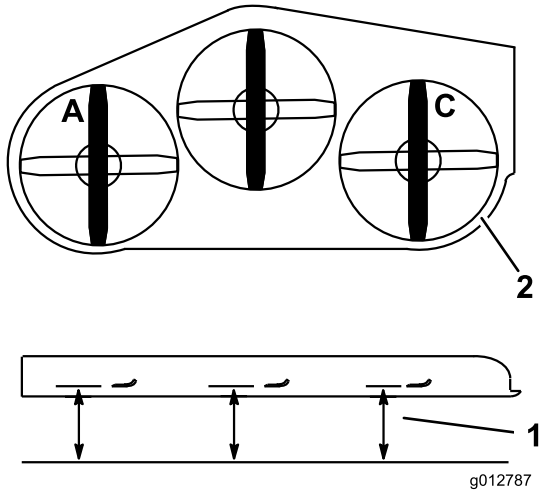

Bild 84
1. Stellen Sie das linke Schnittmesser in Längsrichtung (Bild 84).
2. Messen Sie das linke Messer an der Stelle **A** von einer ebenen Oberfläche bis zur Schnittkante der Messerspitze und notieren Sie den Wert (Bild 84).
3. Stellen Sie das rechte Schnittmesser in Längsrichtung (Bild 84).
4. Messen Sie das rechte Messer an der Stelle **C** von einer ebenen Oberfläche bis zur Schnittkante der Messerspitze und notieren Sie den Wert (Bild 84).
2. Stellen Sie das linke Schnittmesser in Längsrichtung (Bild 84).
3. Messen Sie das linke Messer an der Stelle **A** von einer ebenen Oberfläche bis zur Schnittkante der Messerspitze und notieren Sie den Wert (Bild 84).
4. Stellen Sie das rechte Schnittmesser in Längsrichtung (Bild 84).
5. Messen Sie das rechte Messer an der Stelle **C** von einer ebenen Oberfläche bis zur Schnittkante der Messerspitze und notieren Sie den Wert (Bild 84).